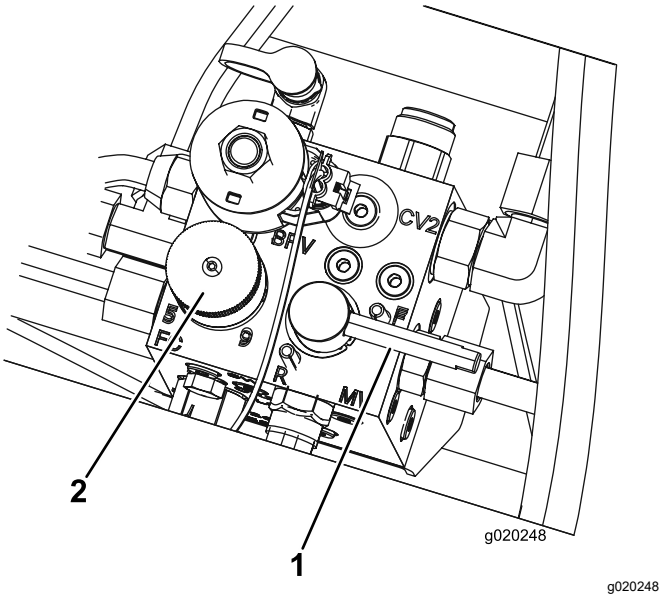

Figur 81
5. Sæt knivcylinderens hastighedsknap til position 1 (Figur 81).
6. Flyt baglapningsgrebet til tilbagepositionen R (baglapning) (Figur 81).